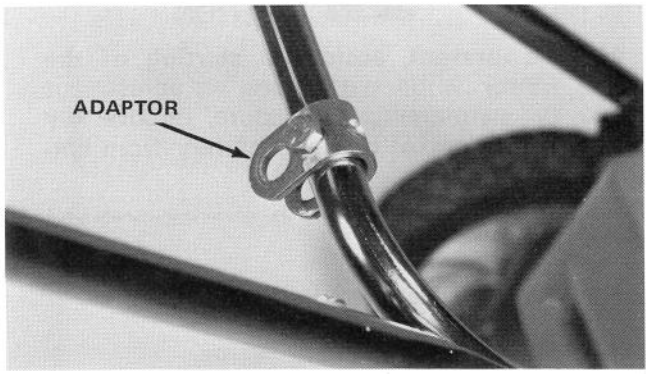

Figure 21
1. Install adaptor on lower handle with cap screw and lock nut (Fig. 21).